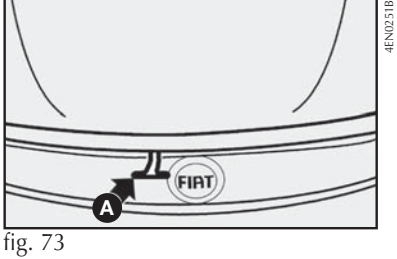

fig. 73
2) puxar a trava **A-fig. 73**;